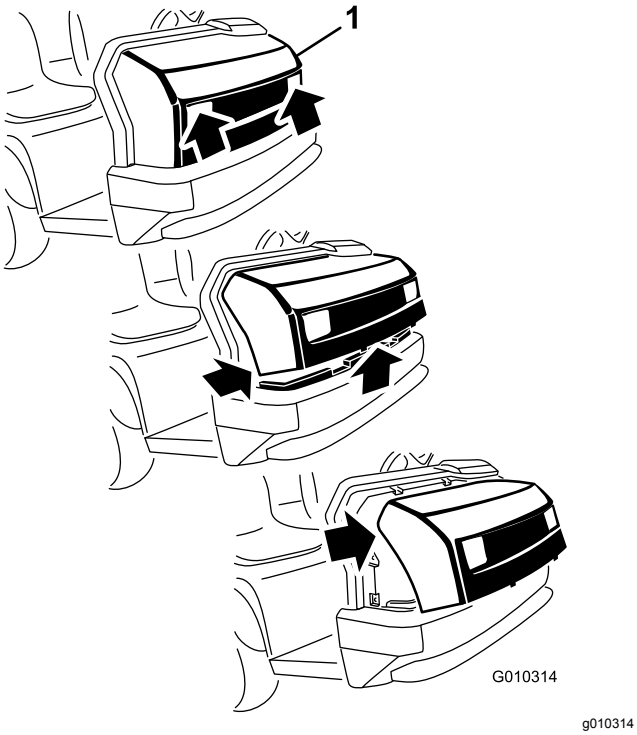

**Rysunek 39**
1. Trzymając przednią pokrywę pojazdu za otwory reflektorów, unieś ją, aby uwolnić dolne występy montażowe z wycięć w ramie (Rysunek 39).
2. Odchyl dół maski do góry, aż będzie można wyciągnąć górne występy montażowe ze szczelin ramy (Rysunek 39).
3. Odchyl górę maski do przodu i odłącz złącza przewodów od reflektorów (Rysunek 39).